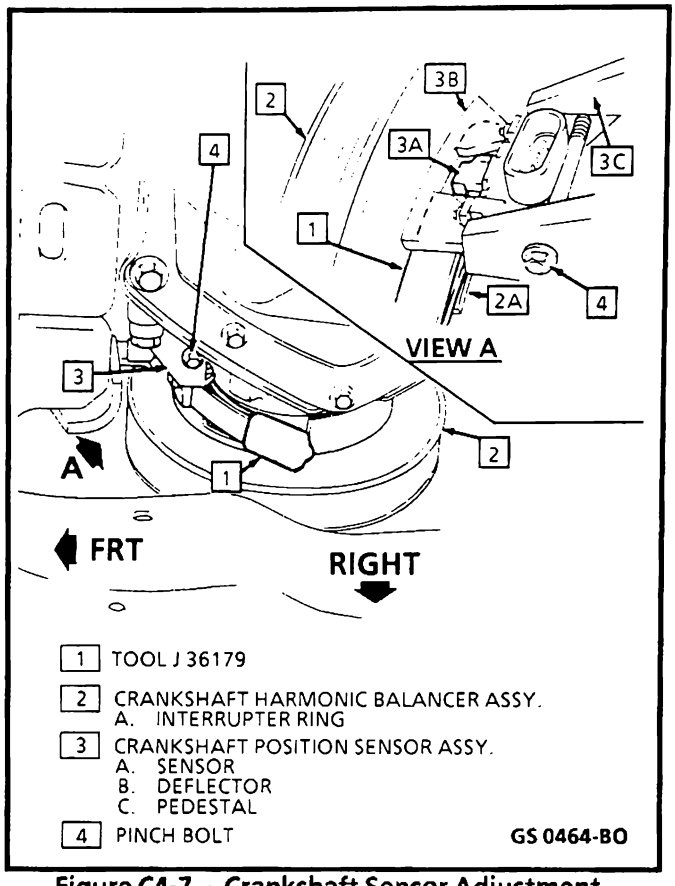

Figure C4-7 - Crankshaft Sensor Adjustment
1. Loosen the pinch bolt on sensor pedestal and insert adjustment tool (J-36179 or equivalent) into the gap between sensor and interrupter on each side of interrupter ring. (Figure C4-7)